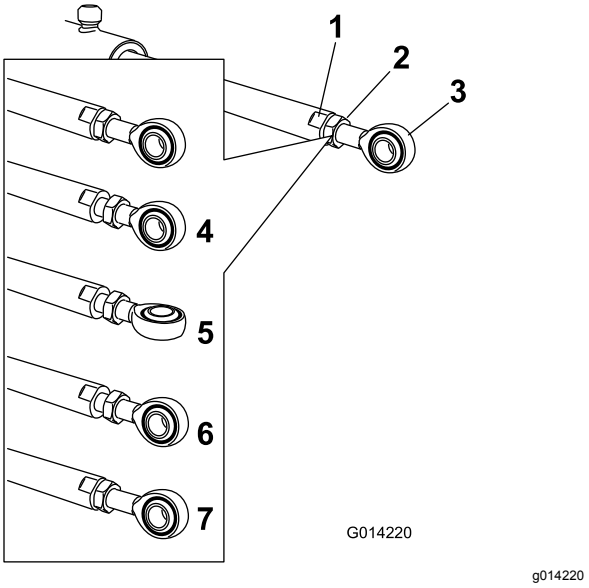

**Figur 84**
5. Bruk en skiftenøkkel på de flate sidene av aktuatorstangen å sette den ut av funksjon, før du løsner låsemutterne slik at maljestangen kan manipuleres (Figur 84).
6. Skru på maljestangen i aktuatorstangen for å justere lengden for den forlengede aktuatoren til den ønskede posisjonen (Figur 84).